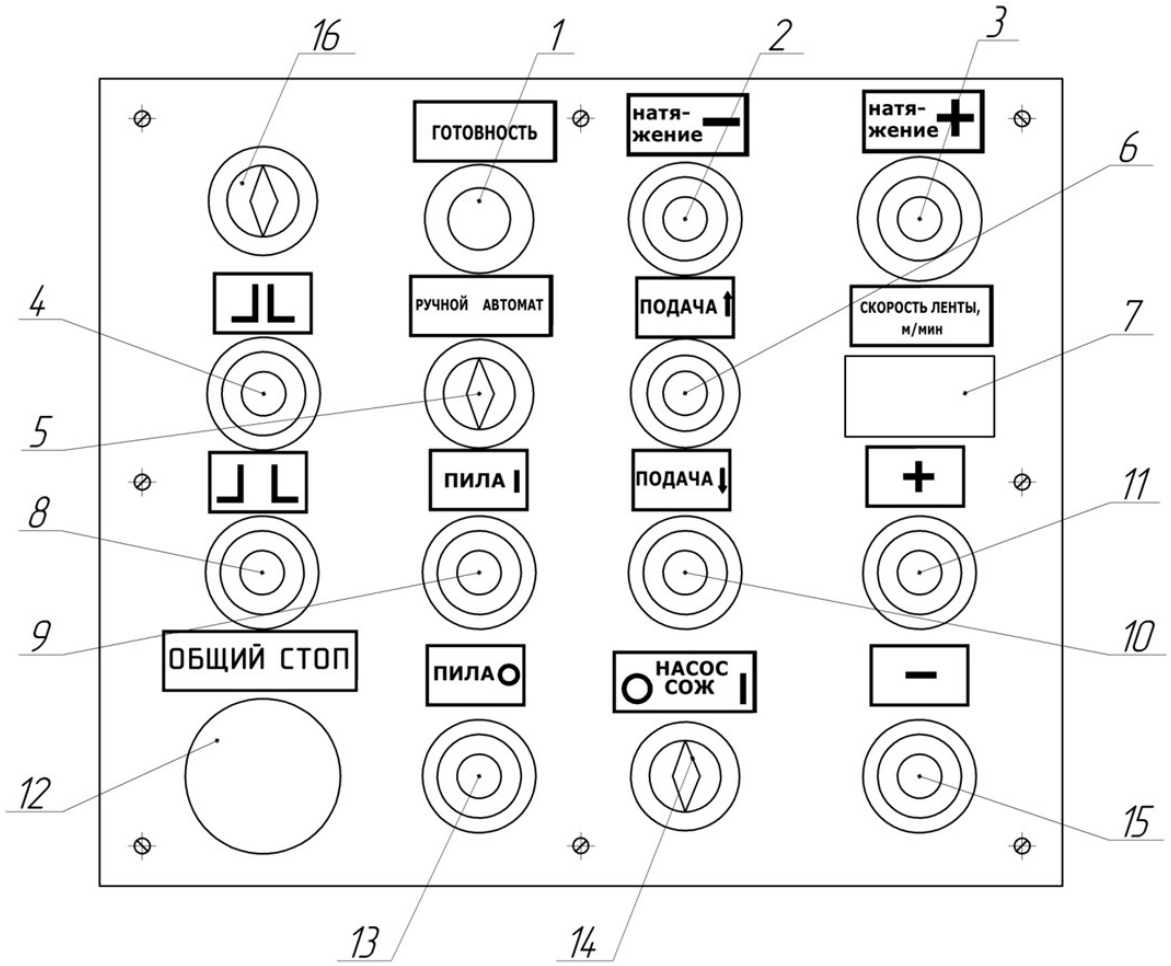

Рис. 2 Расположение органов управления на панели пульта управления.
5.4.4. Ознакомившись с назначением рукояток и кнопок управления (рис. 2) следует проверить от руки работу всех механизмов.